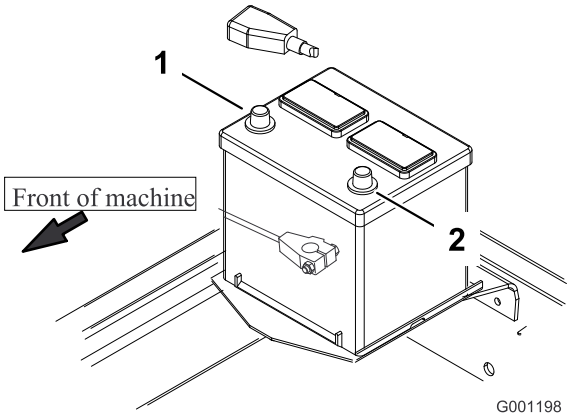

**Figur 11**
8. Börja med att fästa den positiva kabeln (röd) på den positiva (+) polen och fortsätt sedan med att fästa den negativ kabeln (svart) på den negativa (–) polen på batteriet (Figur 11). Trä gummiskon över plusanslutningen för att förhindra eventuell kortslutning.